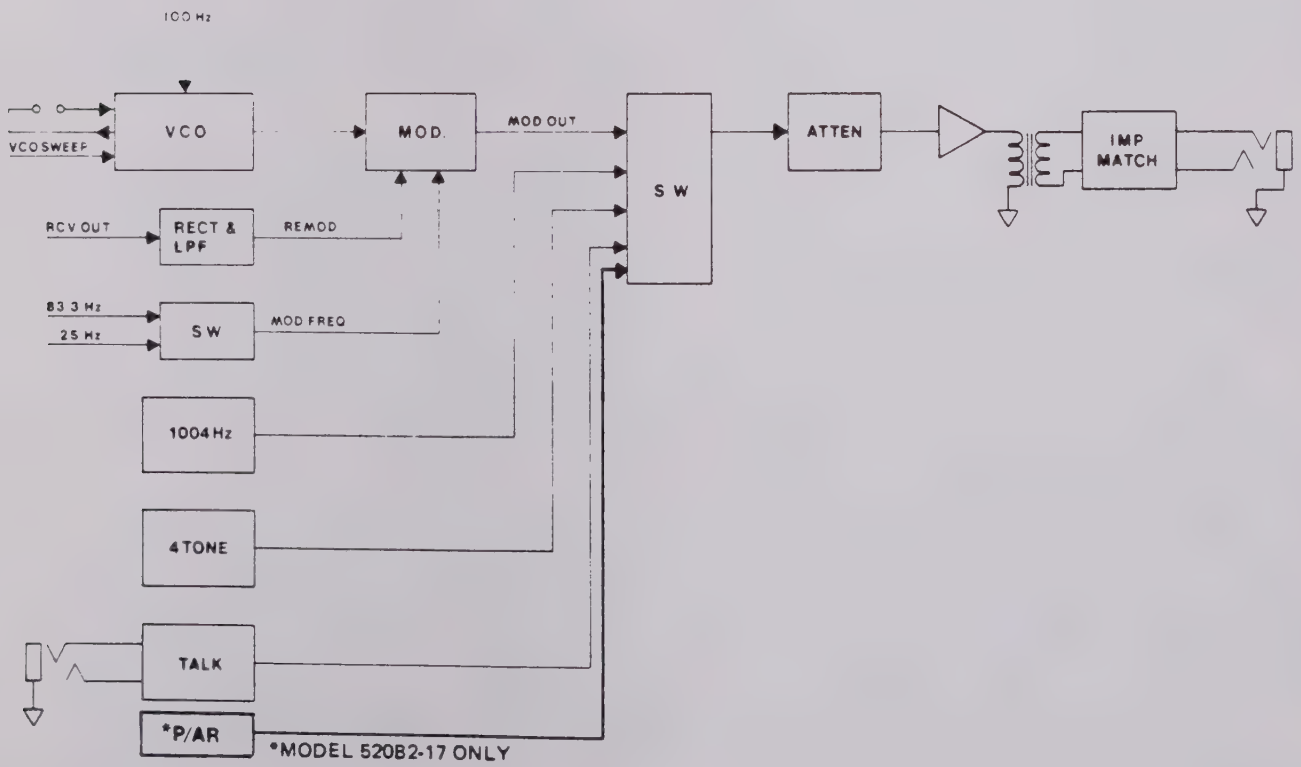

Figure 4-1. Transmitter Circuits, Simplified Block Diagram
a. Transmitter Functional Description. (See figures 4-1, FO-1, and FO-2.) The transmit portion of the 520B2 is comprised of the following basic circuit elements: